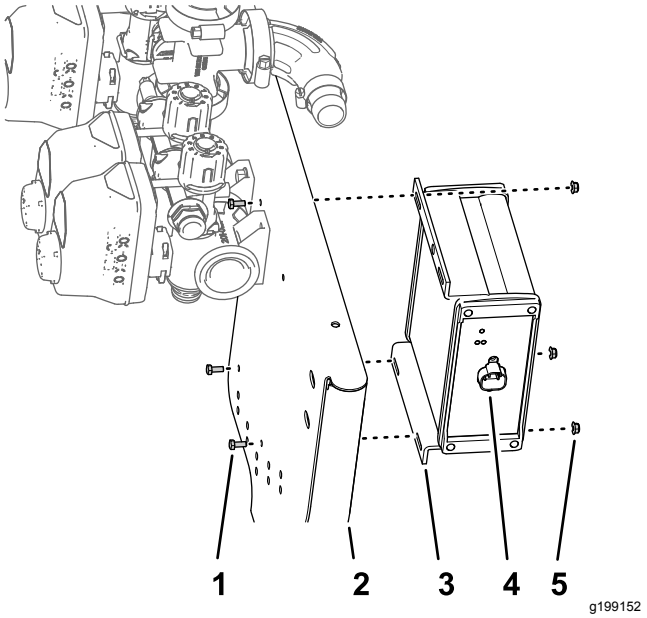

Rysunek 96
1. Ustaw regulator zraszacza ASC 10 równo z przednią stroną wspornika zaworów tak, aby złącze 4-stykowe było skierowane na zewnątrz (Rysunek 96).
2. Zamontuj regulator zraszacza na wsporniku zaworów (Rysunek 96) używając 3 śrub (4 x 10 mm) i 3 nakrętek kołnierzowych zabezpieczających (4 mm).